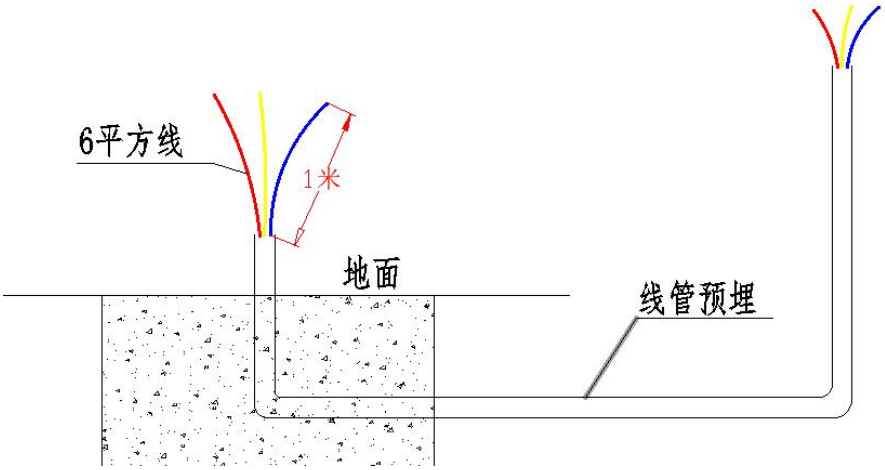

图 5
3、在预埋线管内穿入一组 6 平方铜芯线，设备端从地面穿出预留 1 米的线用来接入设备，线的另一端布线到配电箱预留合适长度。（注:布线时要有三条线,分别为红色火线、蓝色零线、黄绿色地线），如图 5。